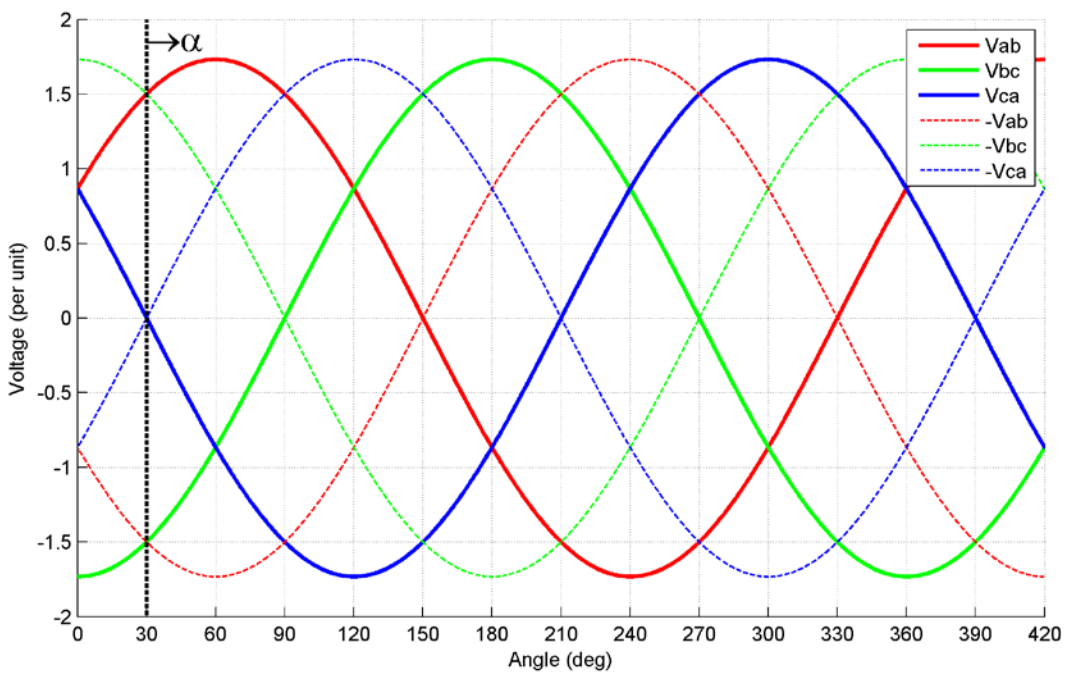

Figure 4.2
a) By considering a highly inductive load current equivalent to a current source of value (i_{DC}), plot the current waveform of i_A for an arbitrary firing angle (α – shown in Fig 4.2) smaller than 60 degrees. Indicate on the waveform the length (in degrees) of the conduction and blocking parts of the waveform for a complete cycle. You can plot the waveform directly on Fig. 4.2. *(10 pts)*